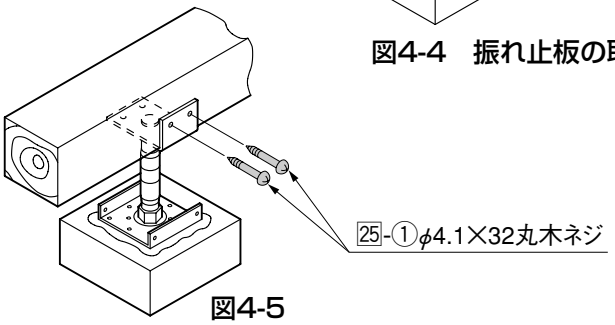

図4-5
❻大引を束調整金具に乗せて、横から25-①で束調整金具に固定してください。（図4-5参照）